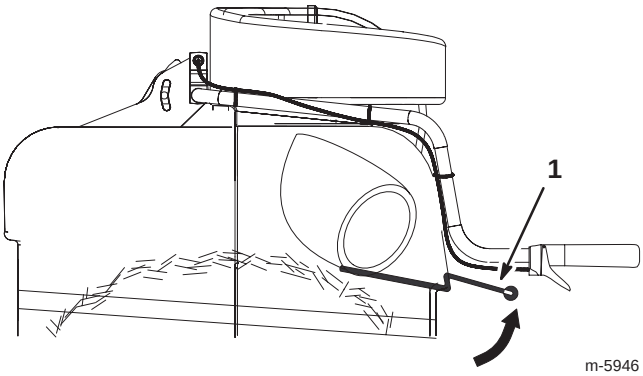

Figure 21
A. Raise the gauge arm frequently (Fig. 21). If you feel resistance, it indicates the collector is full and needs to be emptied.